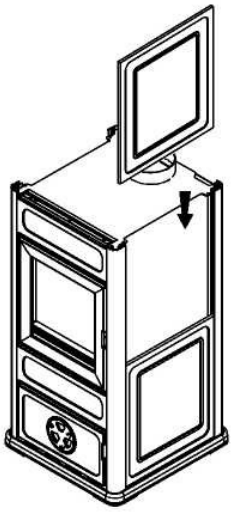

fig. 5
Процедура крепления керамических плиток (Рис. 5)
- Вставьте керамические плитки в имеющиеся боковые крепления, сверху вниз (рис. 5).